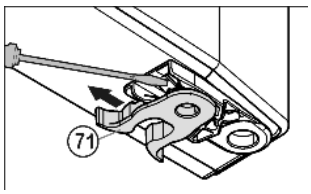

Fig. 9
▶ переставить пружинный зажим *Fig. 9 (71)*: Нажать вниз язычок защелки, снять с него пружинный зажим.